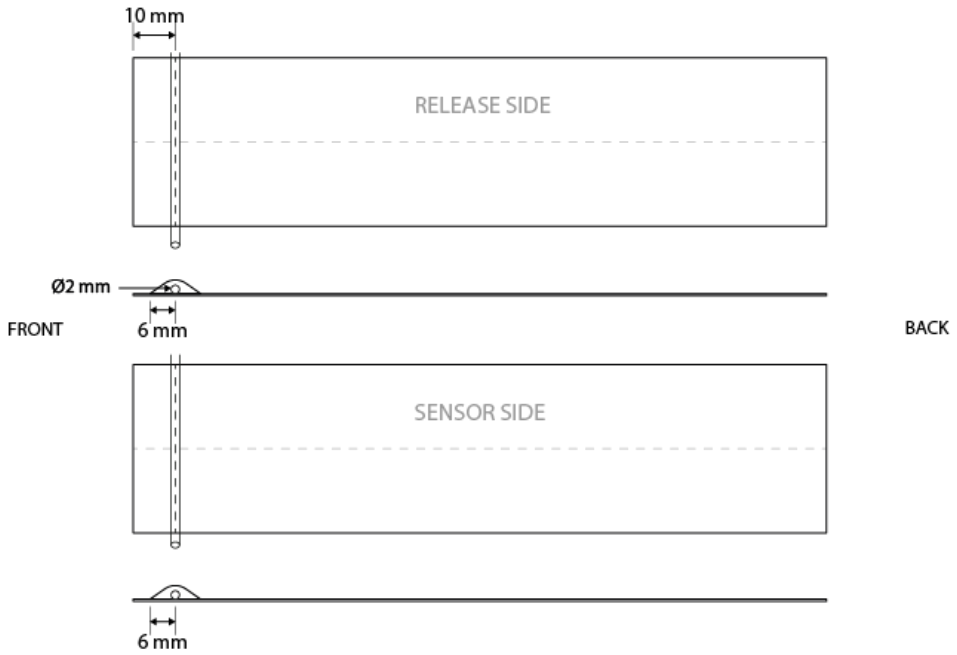

Figure 2
b) Mark line 10 mm from front edge (see Figure 2)